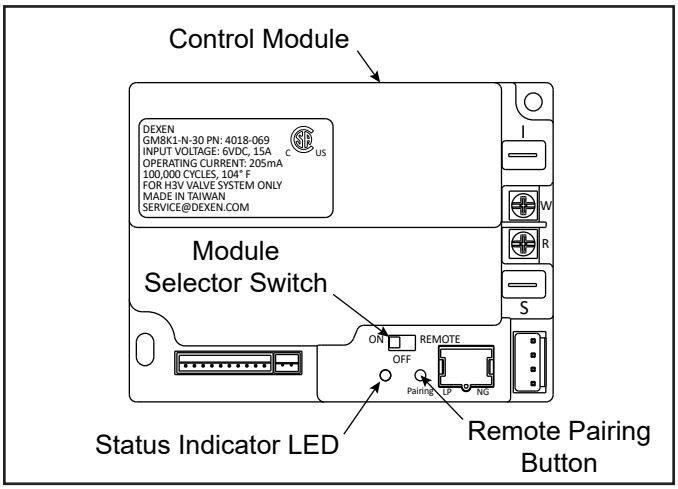

Figure 8.2 Control Module
The control module has an ON/OFF/REMOTE selector switch that must be set. See Figure 8.2.
1. Locate the module selector switch. See Figure 8.2.
1. On the Control Module, verify the ON/OFF/REMOTE switch is in the REMOTE position. Green LED light will blink three times and will beep once 5 seconds later when ready. See Figure 8.2.
2. Using a small item (such as a paper clip) press and release the PAIRING button located near the ON/ OFF/ REMOTE switch. See Figure 8.2.